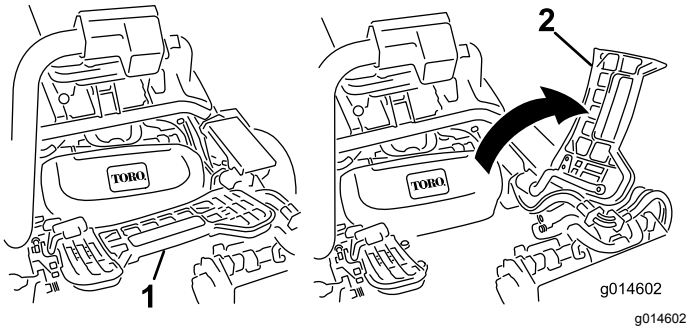

Rysunek 47
2. Unieś podnóżek i odchyl go do pozycji otwartej w celu uzyskania dostępu do centralnego zespołu tnącego (Rysunek 47).